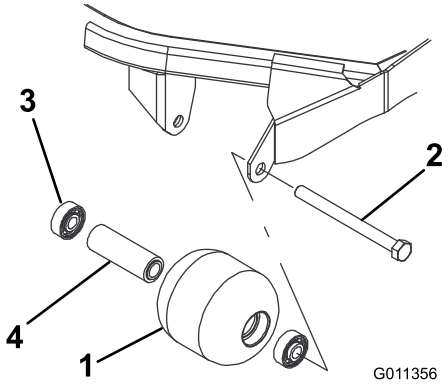

**Figura 68**
1. Rimuovete il bullone di montaggio del rullo (Figura 68).
4. Verificate la presenza di eventuali danni sull'alloggiamento, sui cuscinetti e sul distanziale del cuscinetto del rullo (Figura 68).
1. Montate il primo cuscinetto premendolo nell'alloggiamento all'interno del rullo (Figura 68). Premete soltanto sulla pista esterna o, in misura uguale, sulla pista interna ed esterna.
2. Inserite il distanziale (Figura 68).
3. Spingete il secondo cuscinetto nell'alloggiamento all'interno del rullo (Figura 68), premendo in misura uguale sulla pista interna ed esterna, fino a quando la prima pista non tocca il distanziale.